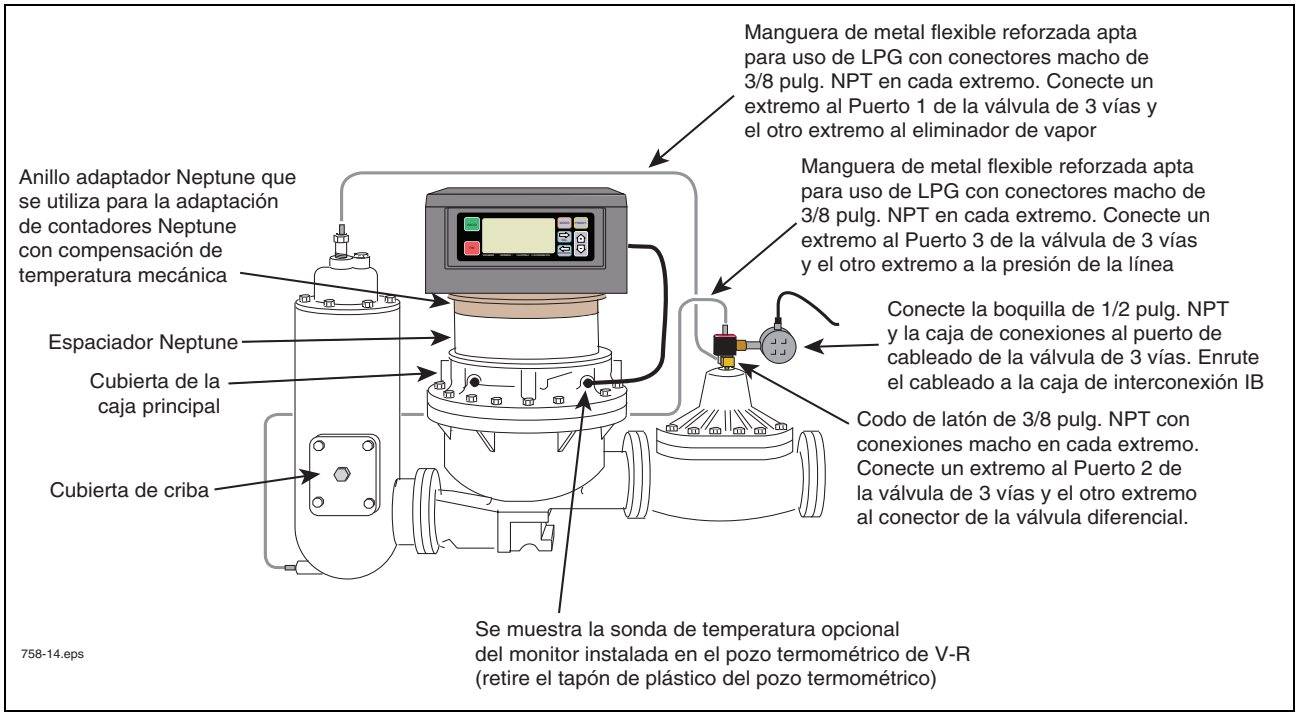

Figura 14. Ejemplo de la instalación de la sonda de temperatura en la cubierta de la caja principal
2. Retire la cubierta, ref. 86665-000, del conjunto del brazo de palanca del registrador mecánico.
3. Retire el conjunto del brazo de la palanca del contador. Mantenga colocado el sujetador de bloqueo (ref. 86661-001).
5. Retire el registrador del contador mecánico y los cuatro (4) pernos del compensador de la temperatura. Saque el conjunto de engranajes del compensador.
6. Mantenga en su lugar la cubierta de la caja principal (ref. 400081-002) y el espaciador (ref. 86711-000). Limpie la parte superior del espaciador.
7. Coloque el adaptador de V-R (ref. 333746-001) en la parte superior del espaciador y móntelo con los (4) pernos (ref. 510500- 325) con arandelas de seguridad [ver Figura 14].